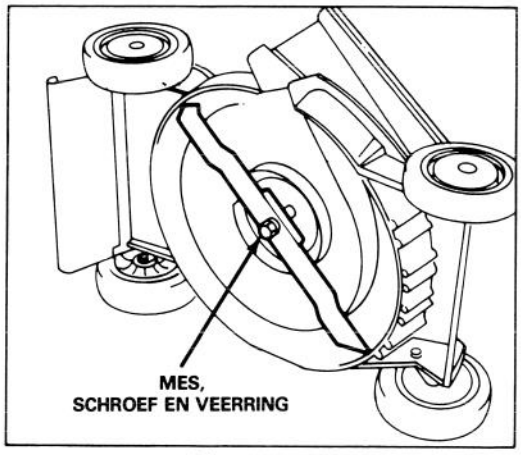

Afbeelding 12
3. Zet de maaier op de linkerzijde (Afb. 12).
2. Zet de maaier op de linkerzijde (Afb. 12).
5. VERWIJDEREN VAN HET MES — Pak het mesuiteinde met een doek of dikke gewatteerde handschoen. Verwijder de messchroef, de veering en het mes (Afb. 12).